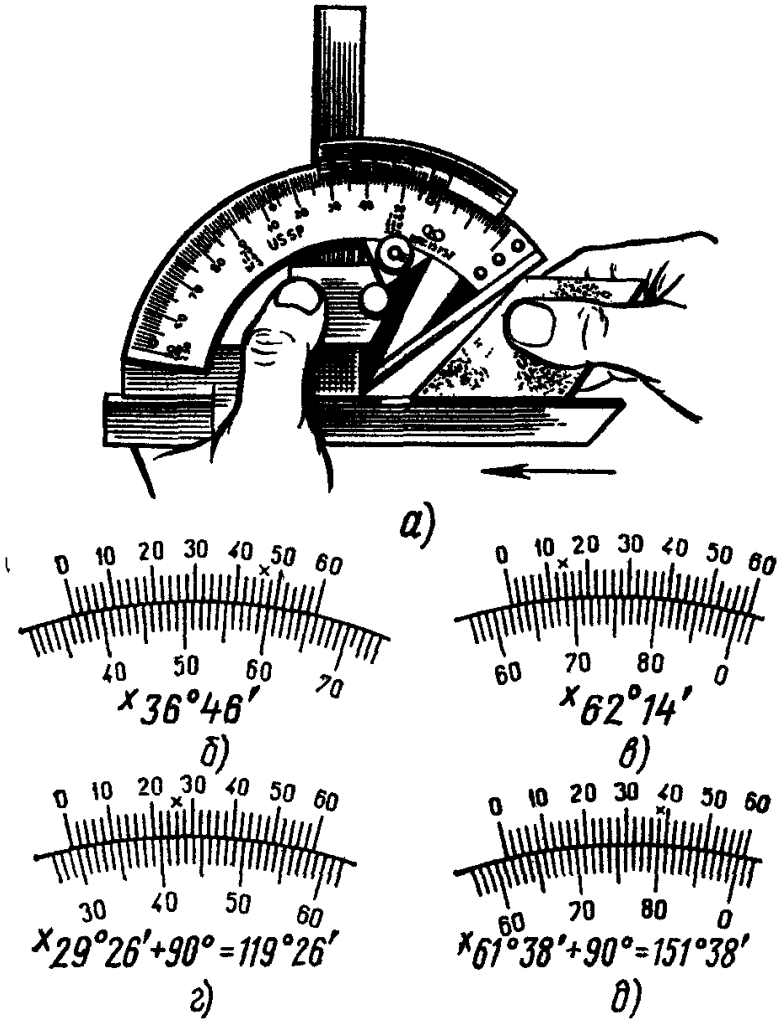

Рис. 22. Измерение наружных углов угломером УН
1. Измерение наружных углов (рис. 22, а – д):
a) при измерении наружных углов от 0 до 500 (рис.22, а) показания читают по правой части шкалы (рис. 22, б);
b) при измерении наружных углов от 50 до 900 показания читают по левой части шкалы (рис. 22, в);
c) при измерении наружных углов от 90 до 1400 к показаниям правой части шкалы прибавляют 900 (рис. 22, г);
d) при измерении наружных углов от 140 до 1800 к показаниям левой части шкалы прибавляют 900 (рис. 22, д).